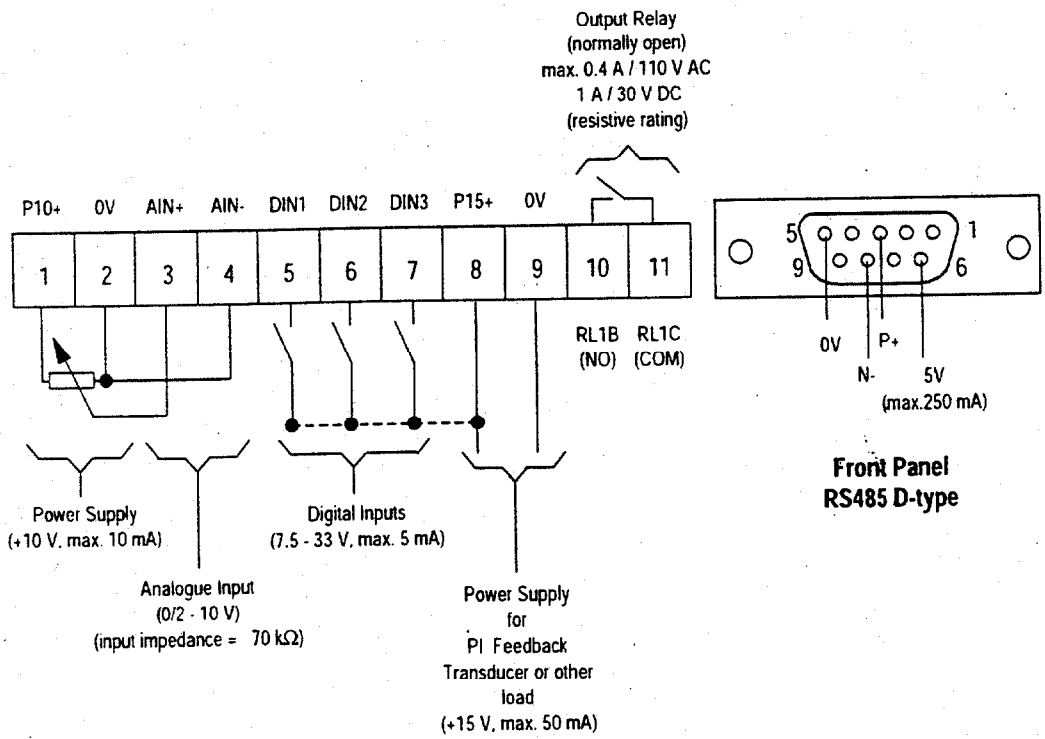
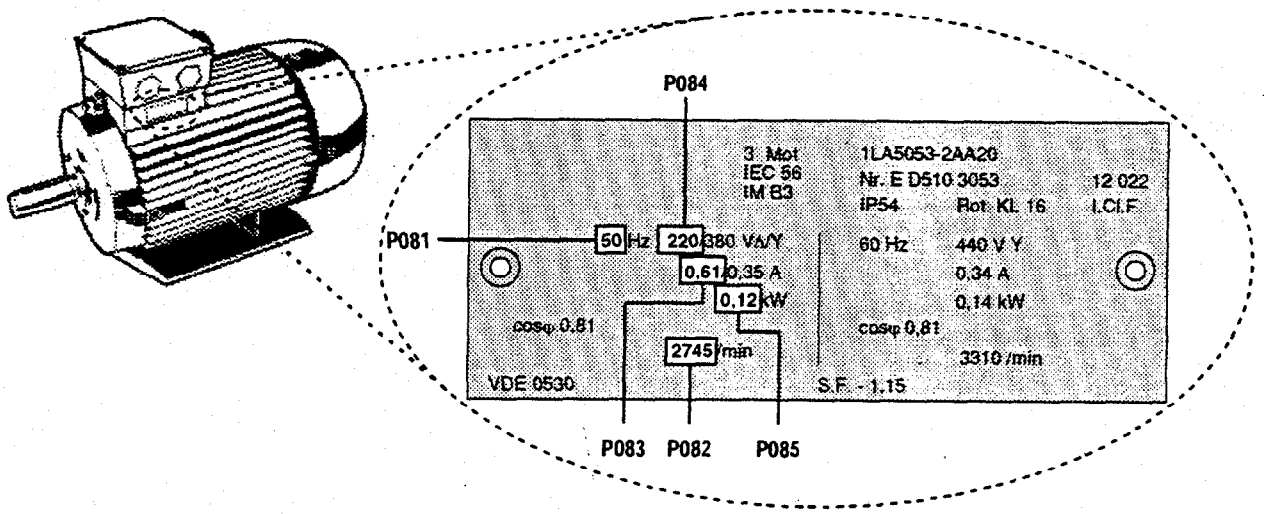

Figure 6: Control Connections
Figure 10: Typical Motor Rating Plate Example
(1) The inverter does not have a main power switch and is live when the mains supply is connected. It waits, with the output disabled, until the RUN button is pressed or for the presence of a digital ON signal at terminal 5 (rotate right) or terminal 6 (rotate left) - *see parameters P051 - P053.*
(2) If output frequency is selected to be displayed (P001 = 0), the corresponding setpoint is displayed approximately every 1.5 seconds while the inverter is stopped.
(3) The inverter is programmed at the factory for standard applications on Siemens four-pole standard motors. When using other motors it is necessary to enter the specifications from the motor's rating plate into parameters P081 to P085 *(see Figure 10).* **Note: Access to these parameters is not possible unless P009 has been set to 002 or 003.**
(1) Connect control terminal 5 to terminal 8 via a simple on/off switch. This sets up the motor for clockwise rotation (default).
(2) Apply mains power to the inverter. Set parameter P009 to 002 or 003 to enable all parameters to be adjusted.
(3) Check that parameter P006 is set to 000 to specify digital setpoint.
(4) Set parameter P007 to 000 to specify digital input (i.e. DIN1 (terminal 5) in this case) and disable the front panel controls.
(5) Set parameter P005 to the desired frequency setpoint.
(6) Set parameters P081 to P085 in accordance with the rating plate on the motor *(see Figure 10).*
(2) Connect a 4.7 kΩ potentiometer to the control terminals as shown in Figure 6 or connect pin 2 (0V) to pin 4 and a 0 - 10 V signal between pin 2 (0V) and pin 3 (AIN+).
(3) Apply mains power to the inverter. Set parameter P009 to 002 or 003 to enable all parameters to be adjusted.
(4) Set parameter P006 to 001 to specify analogue setpoint.
(5) Set parameter P007 to 000 to specify digital input (i.e. DIN1 (terminal 5) in this case) and disable the front panel controls.
(6) Set parameters P021 and P022 to specify the minimum and maximum output frequency settings.
(7) Set parameters P081 to P085 in accordance with the rating plate on the motor *(see Figure 10).*